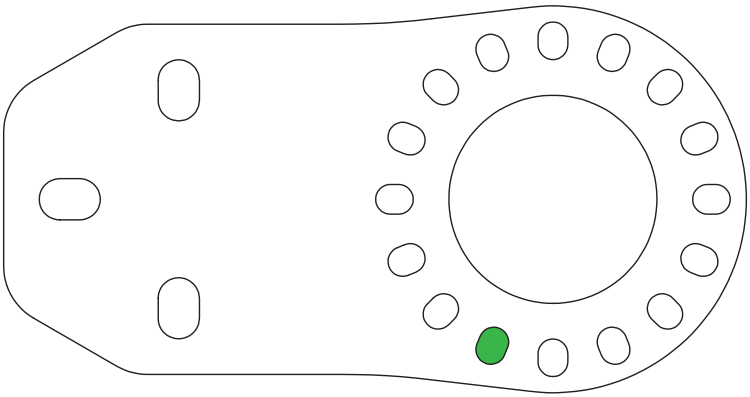

Figure 12 - Correct Bracket Hole for Pin on Top of Catch Can
6. Position the pin into the bracket hole shown in **Figure 12**.